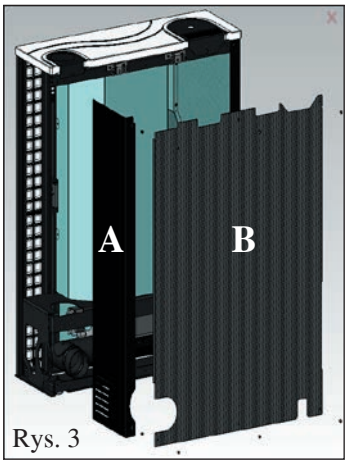

Rys. 3
- Zdemontować metalową ściankę boczną przez usunięcie 2 śrub (A - rys.3)
- Zdemontować płytę tylną przez usunięcie 6 śrub (B – rys.3)